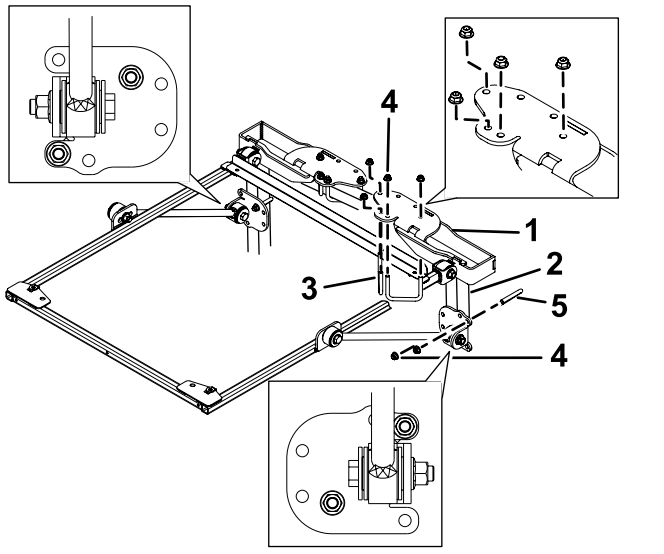

Figure 32
4. Placez les supports de montage du système ROPS en haut de l'arceau de sécurité du groupe de déplacement (Figure 32). Centrez bien l'arceau de sécurité dans les supports de montage du système ROPS.
5. Utilisez les trous indiqués à la Figure 32 pour fixer chaque support de montage du système ROPS au sommet de l'arceau de sécurité à l'aide de 2 étriers filetés (2-3/4") et de 4 écrous à embase.
6. Utilisez les trous indiqués à la Figure 32, pour fixer légèrement chacun des supports de raidisseur aux montants de l'arceau de sécurité à l'aide d'un étrier fileté (4") et de 2 écrous à embase.